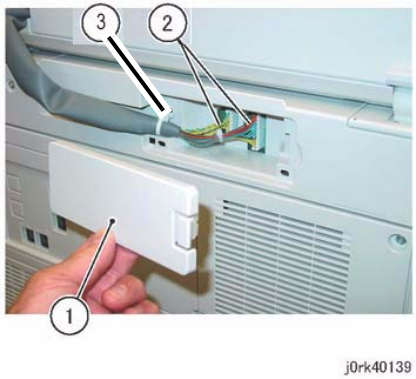

Figure 1 Connector
2. Disconnect the DADF connectors. (Figure 1)